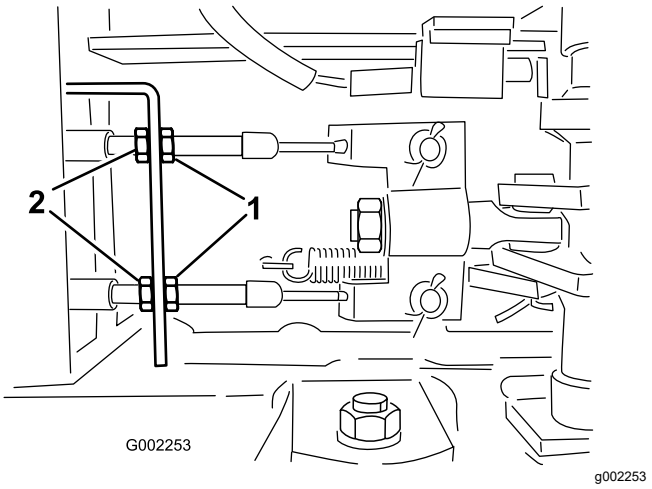

**Figur 100**
5. Lossa de främre kontramuttrarna på bromskablarna under gräspridarens framdel (Figur 100).
6. Dra åt de bakre kontramuttrarna lika mycket tills bromspedalen rör sig 1–2 cm innan du känner något motstånd (Figur 100).